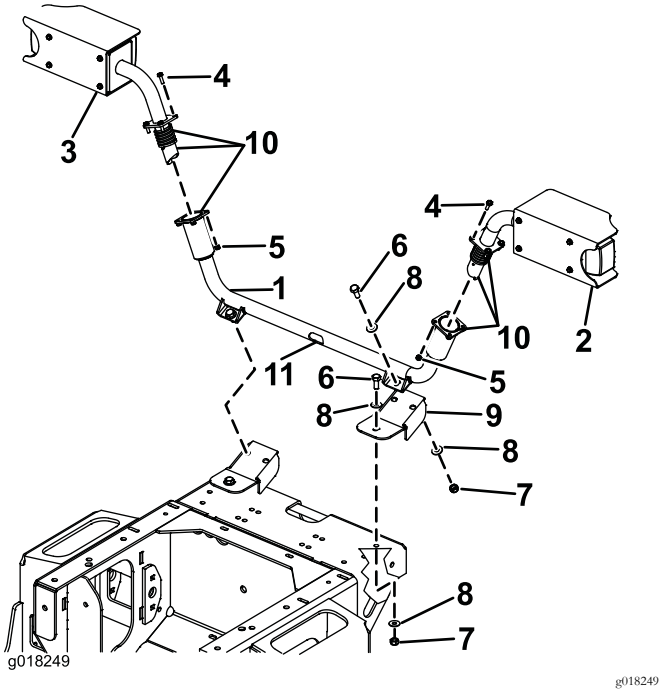

Figura 13
I gruppi luci anteriori si fissano al supporto centrale dei fari, che a sua volta si fissa alla macchina mediante due staffe di montaggio (Figura 13).
1. Installate le 2 staffe di montaggio sulla parte anteriore della macchina, utilizzando 2 bulloni (M10 x 25 mm), 4 rondelle (⅜") e 2 dadi di bloccaggio (M10) come illustrato nella Figura 13.
2. Installate il supporto centrale dei fari sulle staffe di montaggio, utilizzando 2 bulloni (M10 x 25 mm), 4 rondelle (⅜") e 2 dadi di bloccaggio (M10) come illustrato nella Figura 13.
3. Applicate del lubrificante antigrippaggio per rivestire completamente la parete interna delle estremità dei tubi e tutte le superfici delle molle e dei profili dell'estremità dei tubi (Figura 13).
4. Tenendo saldo il supporto del faro destro, fate passare il cavo del cablaggio verso il basso attraverso i tubi terminali, facendolo uscire dall'apertura del supporto dei fari (Figura 13).
5. Fissate il supporto del faro destro sul supporto centrale dei fari utilizzando i 4 bulloni (M6 x 20 mm) e 4 dadi di bloccaggio (M6) come illustrato nella Figura 13.